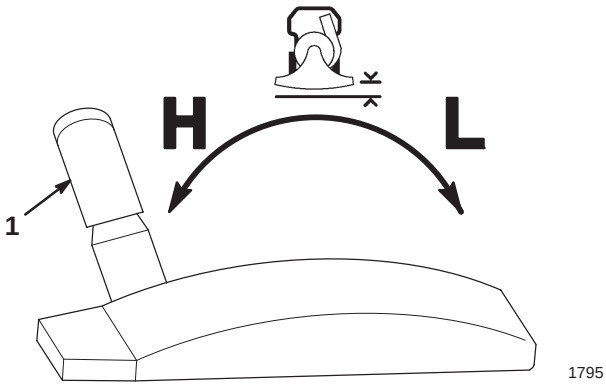

Bild 12
3. Stellen Sie den Höheneinstellhebel zum Absenken des Ansauggehäuses nach vorne und nach hinten, um das Gehäuse anzuheben (Bild 12).